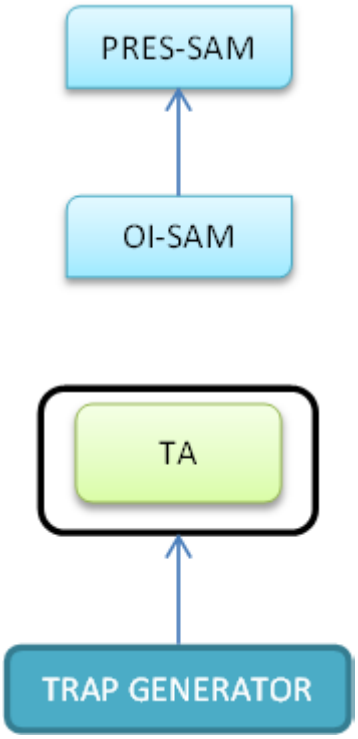

Figure 17 Service Assurance Manager deployment with one trap adapter and no trap exploder
- Figure 17 on page 117 shows Service Assurance Manager deployment with one trap adapter and no trap exploder